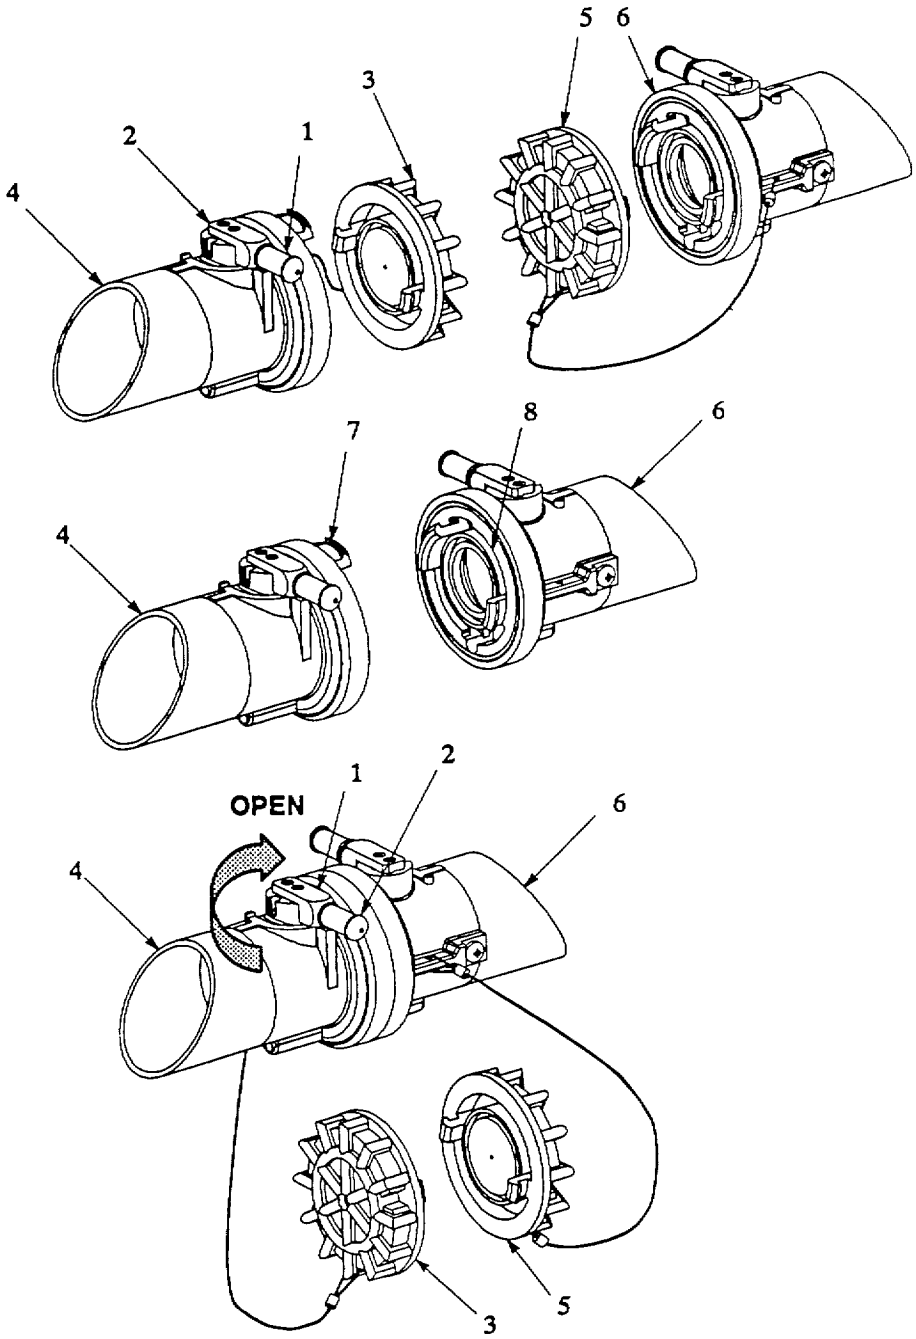

Figure 2-19. Valved Dry Break Coupling Disconnection.
(1) Turn dust cap (1) to the left and separate from dust cap (3).
(2) While pulling back on ring (7), turn coupling (2) to the left (counterclockwise) and disconnect from coupling (4).
(3) Position dust cap (3) on coupling (4). Turn dust cap to the right to secure cap to coupling.
(4) Position dust cap (1) on coupling (2). Turn dust cap to the right to secure cap to coupling.
c. Valved Dry Break Coupling Disconnection. Refer to figure 2-19.